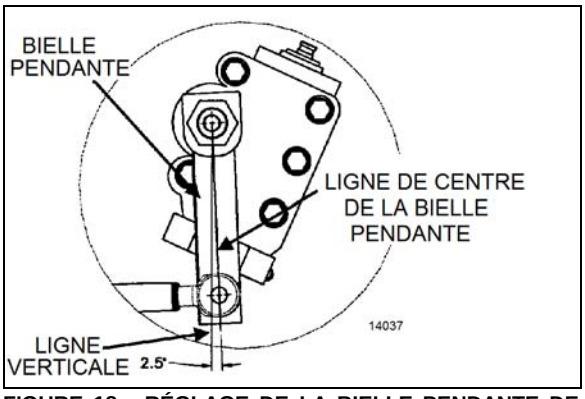
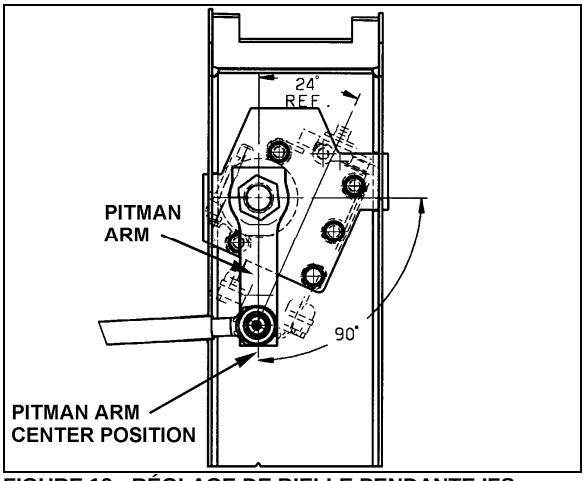

FIGURE 18 : RÉGLAGE DE LA BIELLE PENDANTE DE L'ESSIEU AVANT RIGIDE
FIGURE 19 : RÉGLAGE DE BIELLE PENDANTE IFS
2. En utilisant un rapporteur d'angle, vérifier l'angle de la bielle pendante (se reporter à la Figure 18 & la Figure 19 pour les détails).